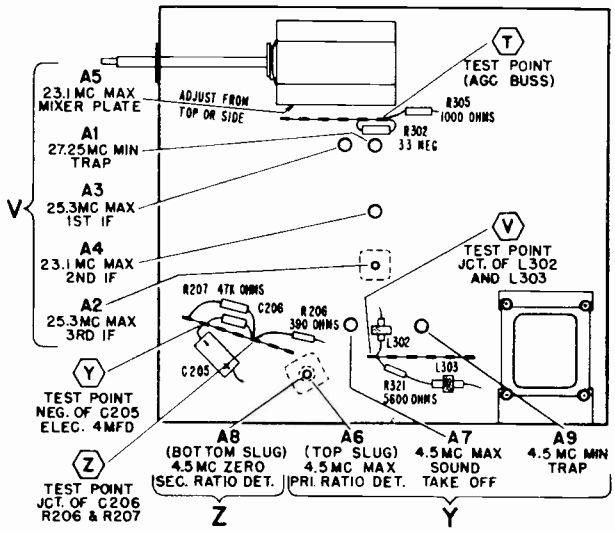

Figure 11. Bottom View of Chassis Showing Test Point Connections and IF Alignment Data.
- Connect bias battery; negative to test point "T", see figure 11, positive to chassis. A 4½ volt battery is required for all steps below.